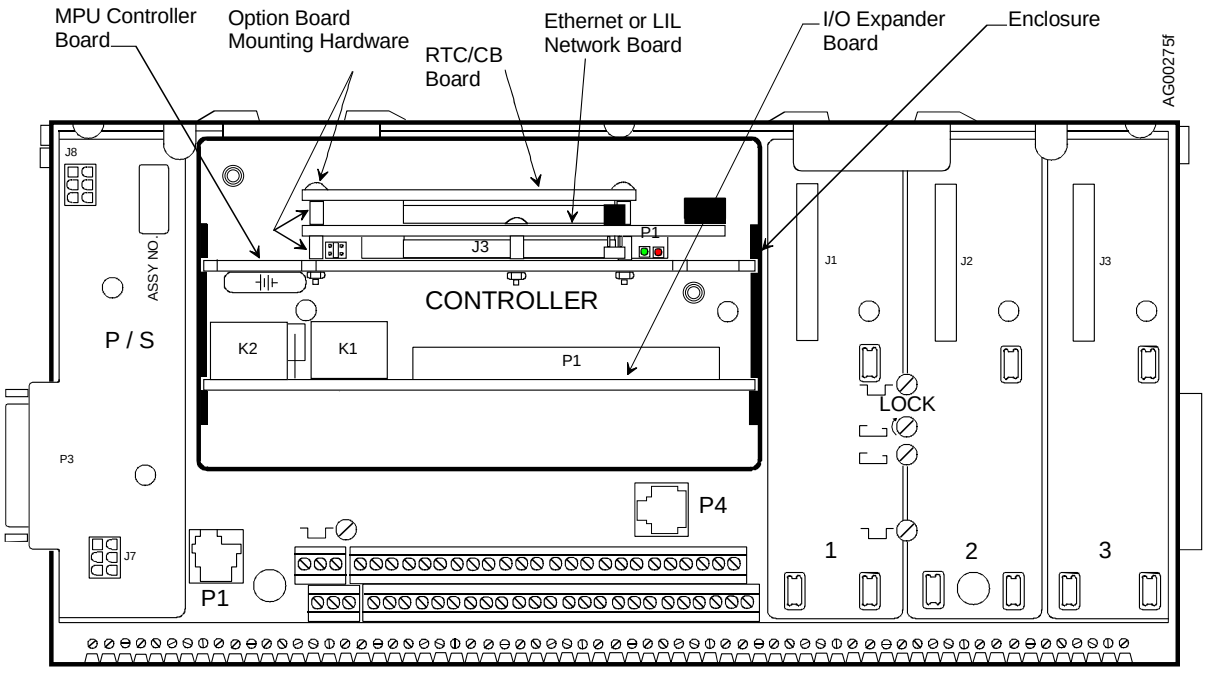
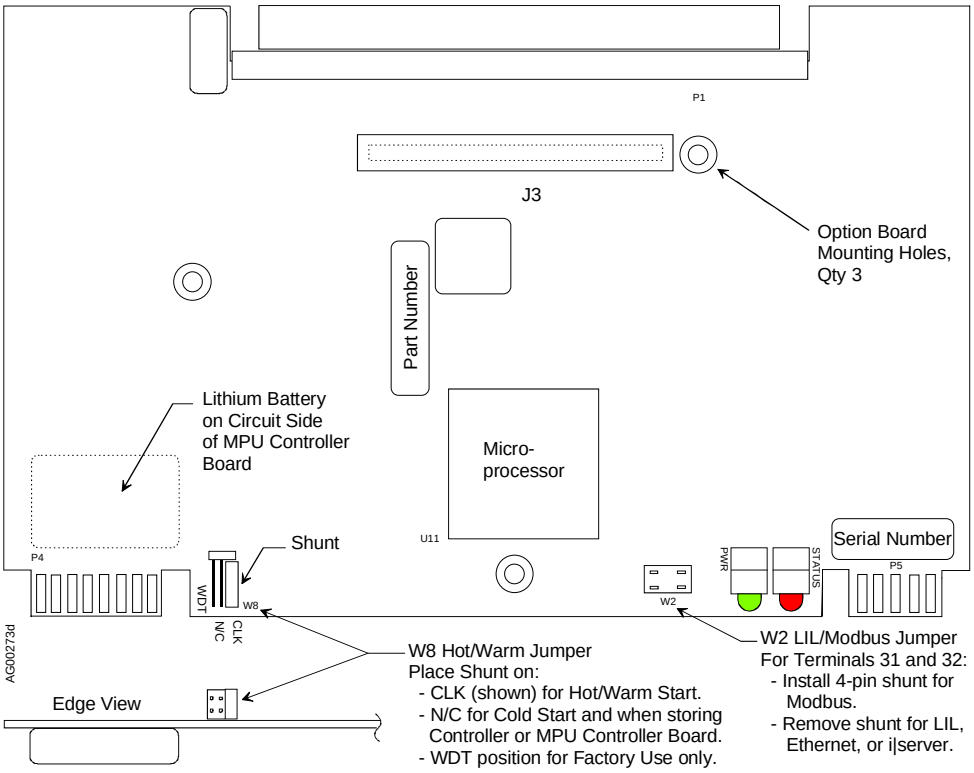

FIGURE 9-2 Controller Module, Circuit Board Locations
FIGURE 9-3 MPU Controller Board, Setting Installation Jumpers
5. Firmly seat the MPU Controller board and, if installed, I/O Expander board. Do not use excessive force. See Figure 9-2 for board location. Set MPU Controller board jumpers W2 and W8. Refer to Figure 9-3.